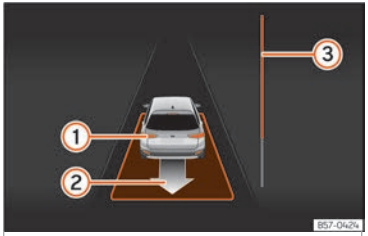

Fig. 206 Sur l'écran du combiné d'instruments : sortir d'une place de stationnement en créneau.
- Reculez jusqu'à ce que retentisse le signal continu du ParkPilot ; **OU :** reculez jusqu'à ce que l'indication de passer en marche avant apparaisse sur l'écran du combiné d'instruments. La barre de progression ››› fig. 206 ③ indique la distance à parcourir ››› page 314.